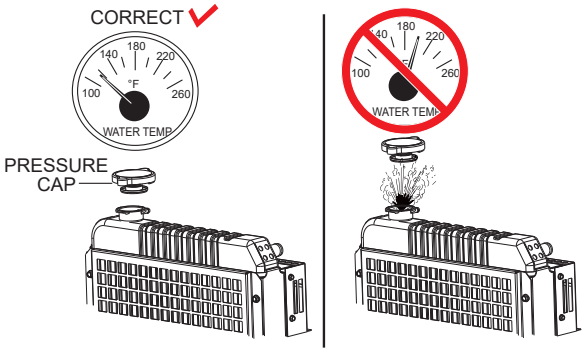

Figure 68. Radiator Pressure Cap Removal
1. Remove the **radiator pressure cap** (Figure 68) only when the coolant temperature is below 120°F (50°C).